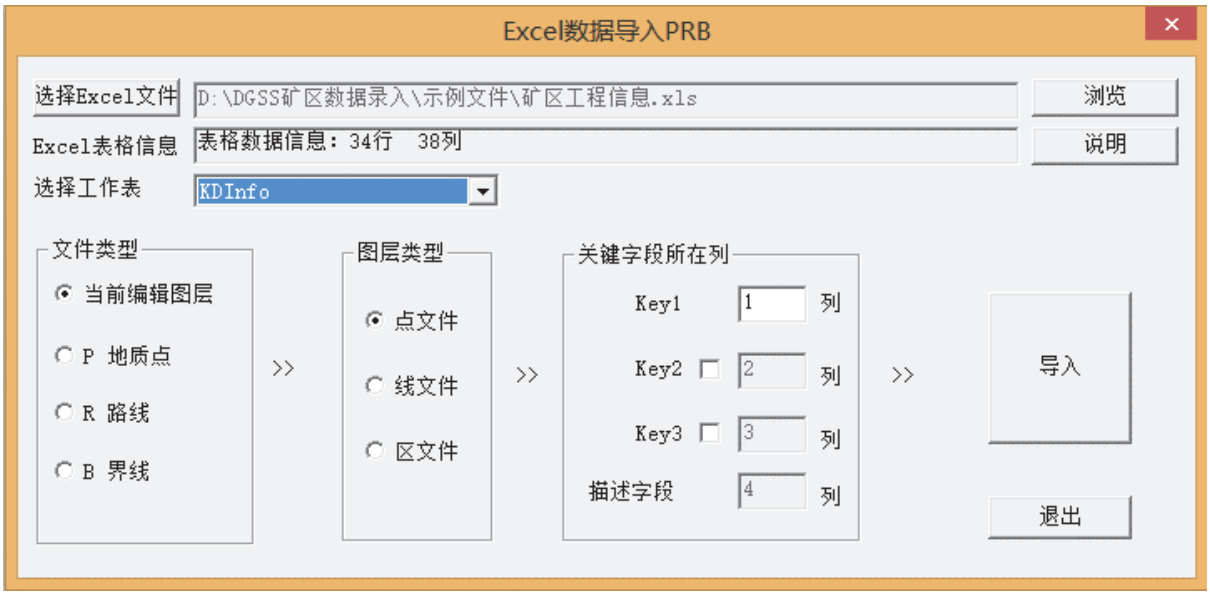

图 4-26
5. 弹出“Excel 数据导入 PRB”对话框，点击“浏览”，选择“矿区工程信息.xls”文件，工作表选择“KDInfo”，其他项目默认，然后点击“导入”，完成坑道工程属性的导入（见图 4-26）；